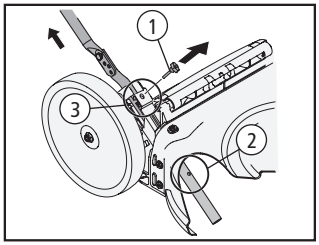

Fig. 05
**3.** Remova os parafusos T (1) dos suportes do braço [Fig. 05].
**4.** Puxe o braço para cima até que os furos no braço inferior (2) estejam alinhados com os furos no suporte do braço (3), [Fig. 05]. Atenção ao puxar o braço para cima, certifique-se de não puxa-lo para fora do suporte (3).